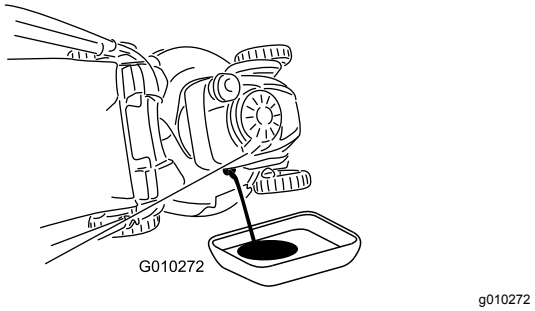

Bild 23
3. Entfernen Sie den Peilstab, indem Sie den Deckel nach links drehen und herausziehen (Bild 23).
4. Kippen Sie die Maschine seitlich (Luftfilter nach oben), um das Altöl aus dem Öleinfüllstutzen abzulassen (Bild 23).